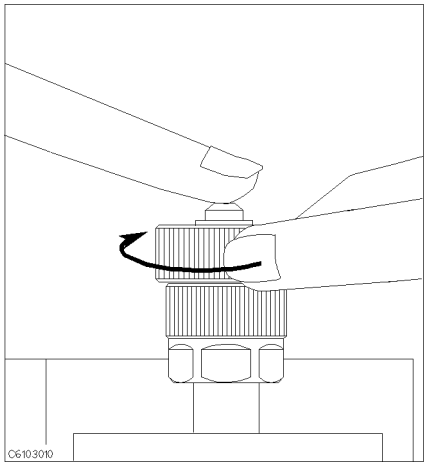

Figure 3-7.
8. Connect the 0 Ω termination on the APC-7® connector as shown in Figure 3-7.